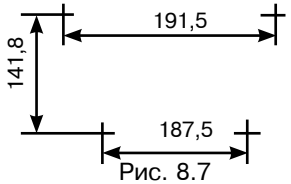
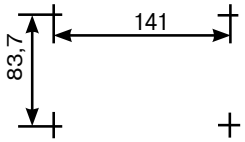

Рис. 8.7
Рис. 8.8
Схема разметки крепления БСИ-А, БСИ-А исп. 1 приведена на рис. 8.7. Схема разметки крепления БСИ-А исп. 2 приведена на рис. 8.8.
- Разметьте отверстия для монтажных винтов на стене согласно рис. 8.7 и 8.8.